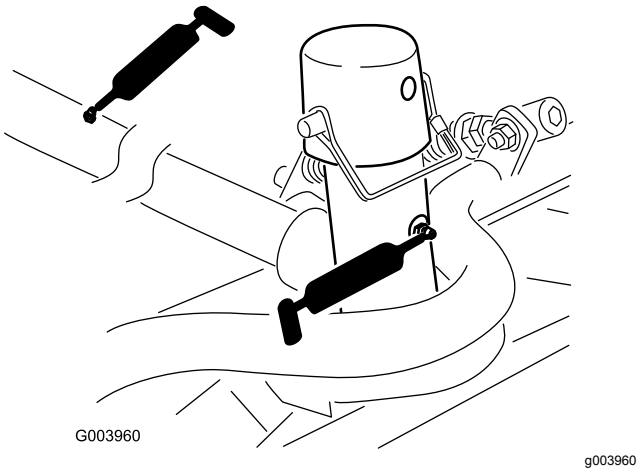

Figur 78
- Bæreramme og dreietapp for klippeenhet (2 hver) (Figur 78)